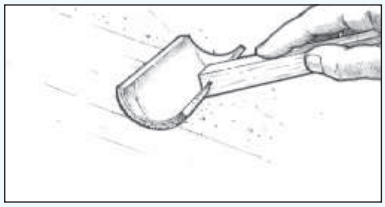

Figur 31 Eftersläta den färska epoxin mycket lätt med en skumpensel.
8. Efterstryk lätt med en skumpensel. Arbeta med långa, lätta, jämna och överlappande drag efter att varje sats har rollats på. Använd lagom lätt tryck för att jämna ut stöpplingen utan att någon epoxi avlägsnas (Figur 31). Varje efterslätande påstrykning bör ske i en annan riktning än tidigare (den första påstrykningen vertikalt, den andra horisontellt, den tredje vertikalt, etc.) Använd en WEST SYSTEM 790-1 Rollerhylsa* för att skära till en pensel så att den blir lämplig för efterslätning.